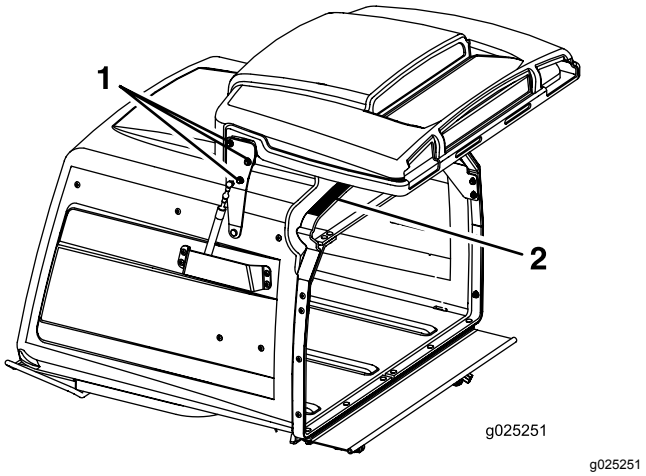

Figura 66
3. Desaperte as seis porcas das dobradiças da porta (Figura 66).
4. Abra a porta e coloque um elástico de borracha de 9,5 mm ou um tubo de ⅜ pol. de diâmetro entre o dispositivo de recolha e a porta do dispositivo de recolha (Figura 66).